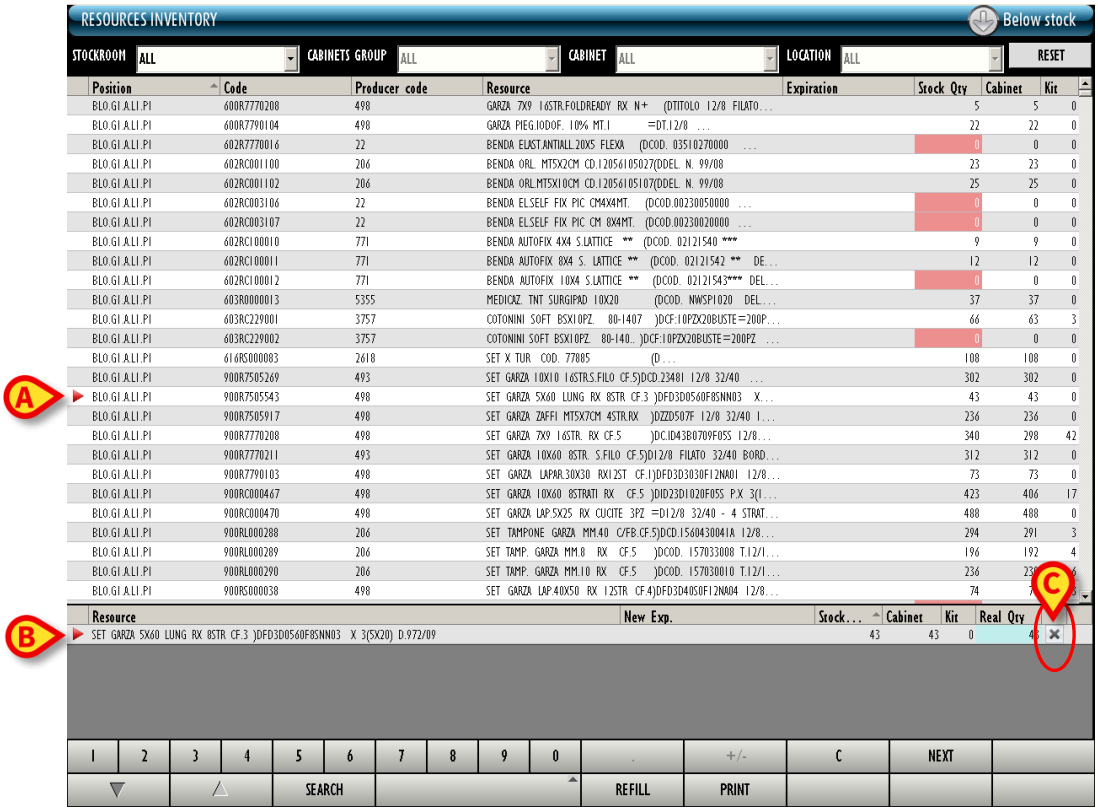

Fig 298
The resource is selected; the icon appears at the beginning of the row (Fig 298 **A**).
In the lower part of the screen the details of the selected resource appear (Fig 298 **B**).
- click the button on the right (Fig 298 **C**).